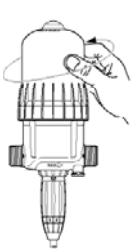

Fig. 16
- Desenroscar a campânula manualmente (**Fig. 16**) e retirá-la.